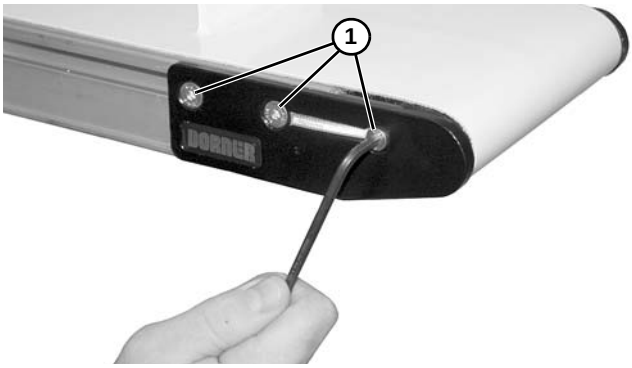

Figure 71
3. Mettre en place la plaque de tête sur la poulie d'entraînement et fixer la plaque sur le châssis du convoyeur à l'aide des trois vis **(Figure 71, élément 1)**. Serrer au couple de 7 N.m.